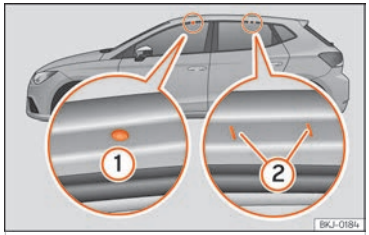

Fig. 144 Punts de fixació de les barres longitudinals per al portaequipatges del sostre
Els punts de fixació davanters i posteriors ① i ② només es poden veure amb les portes obertes ››› fig. 144.